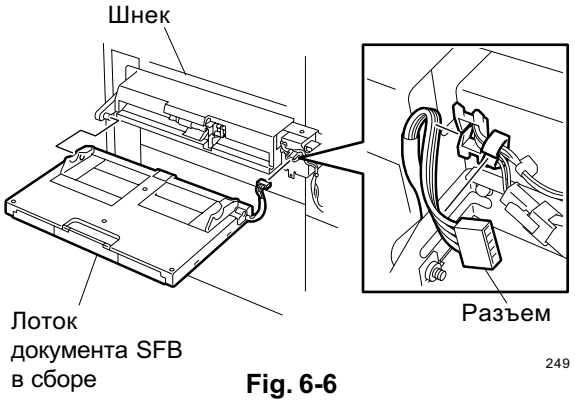

Fig. 6-6
1. Снимите лоток документа SFB в сборе. (см. Fig. 6-6)
2. Снимите лоток документа SFB в сборе. (см. Fig. 6-6)